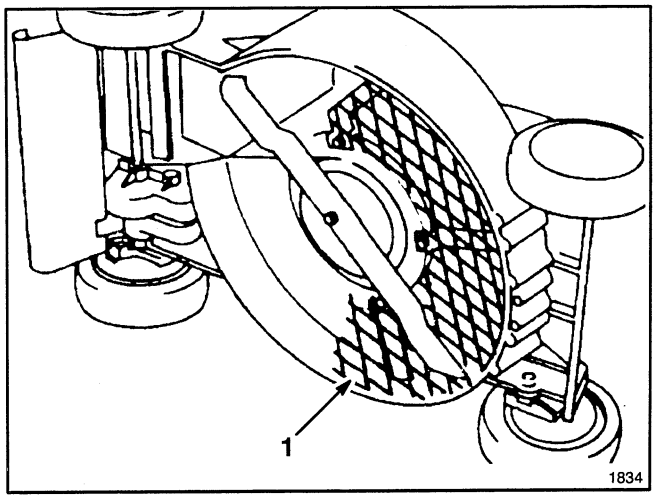

Figure 38
2. Leaf Shredder Kit, Model No. 59180—Installs on underside of mower in minutes without requiring removal of blade. Shreds leaves into small pieces for clean vacuuming into grass bag and convenient disposal (Fig. 38).